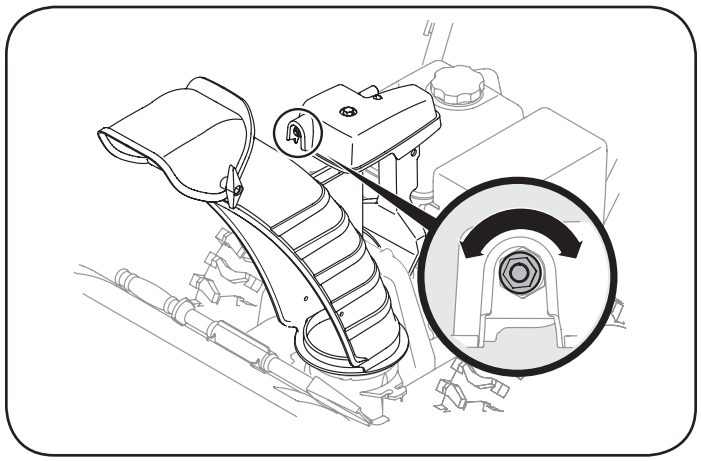

Figure 66
1. To increase the preload, tighten the hex nut clockwise in ¼ turn intervals. See Figure 66.